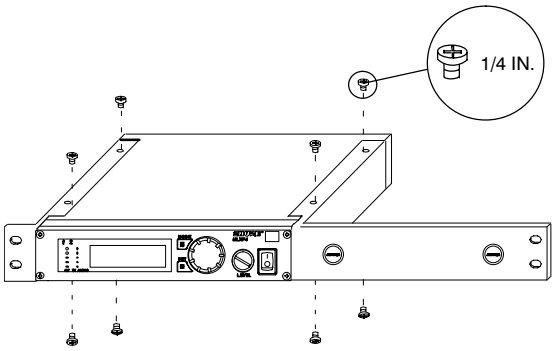

FIGURA 49
1. Allineate le staffe per montaggio su rack in dotazione e i fori situati sui lati del ricevitore. Vedi Figura 49.